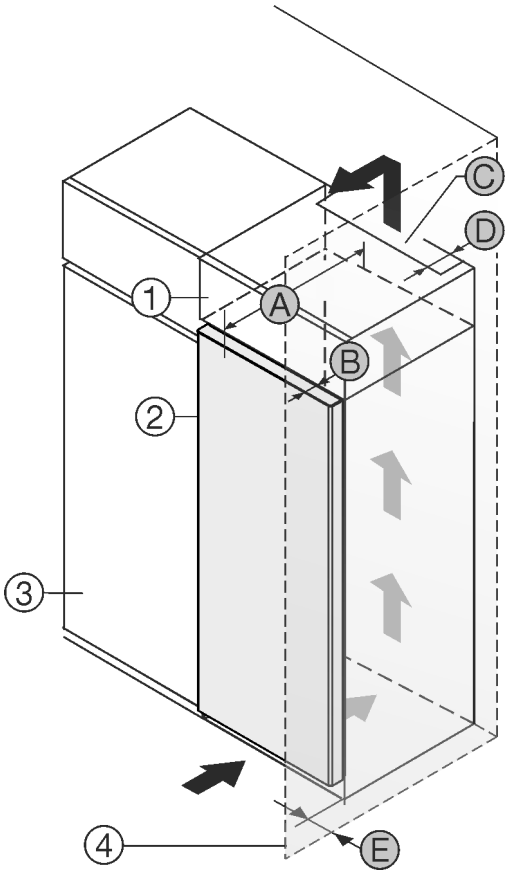

*Fig. 1 **
Gerät direkt neben dem Küchenschrank *Fig. 1 (3)* aufstellen.*
An der Rückseite des Aufsatzschrankes muss ein Abluftschacht mit der Tiefe *Fig. 1 (D)* über die gesamte Aufsatzschrankbreite vorhanden sein.*
Unter der Raumdecke muss der Entlüftungsquerschnitt *Fig. 1 (C)* eingehalten werden.*
Wenn das Gerät mit den Scharnieren neben einer Wand *Fig. 1 (4)* aufgestellt wird, muss der Abstand zwischen Gerät und Wand mindestens 13 mm betragen. *
Wenn das Gerät mit den Scharnieren neben einer Wand *Fig. 1 (4)* aufgestellt wird, muss der Abstand zwischen Gerät und Wand mindestens 20 mm betragen. *
Wenn das Gerät mit den Scharnieren neben einer Wand *Fig. 1 (4)* aufgestellt wird, muss der Abstand zwischen Gerät und Wand mindestens 57 mm betragen. Dies entspricht dem Griffüberstand bei geöffneter Tür.*
Um die Türe vollständig öffnen zu können, muss Gerät um die Türtiefe *Fig. 1 (B)* gegenüber der Küchenschrankfront vorstehen. Abhängig von der Tiefe der Küchenschränke *Fig. 1 (3)* und Verwendung von Wandabstandshaltern kann das Gerät weiter herausragen.*